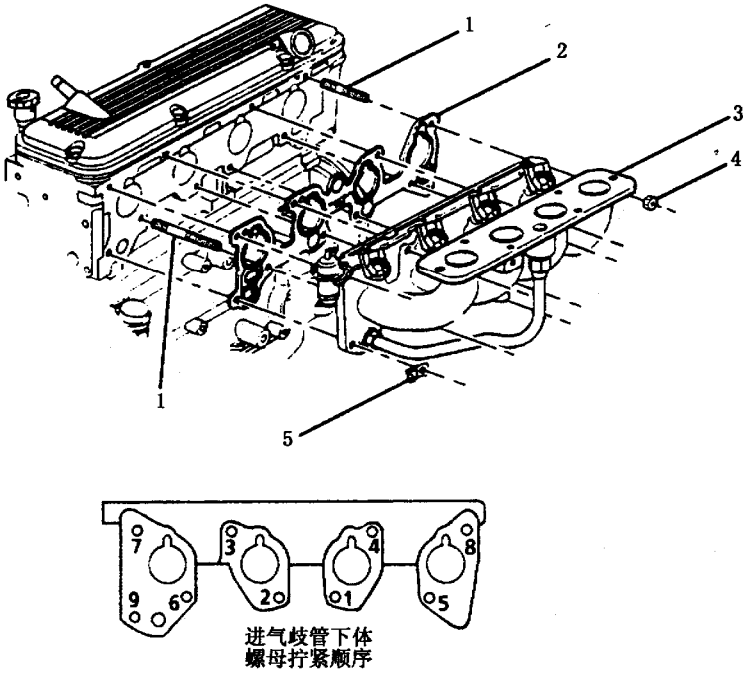

图 3－102　进气歧管下体的拆装
(4) 解体：
①拆下EGR管。
②拆下其他要换装到更换的进气歧管下体上的零件。
(5) 组装：
①将换装的零件安装到更换的进气歧管下体上。
②在EGR管的螺纹部分涂上密封胶，安装EGR管，以27N·m的力矩拧紧EGR管的连接螺母。
(6) 安装：
①使EGR阀喷嘴的开口直接朝向节气门孔。
②安装新的进气歧管下体密封垫。
③将进气歧管下体装到螺杆上。
④安装进气歧管下体固定螺母，以30N·m的力矩拧紧固定螺母，拧紧顺序如图3－102所示。
⑤安装变速器加油管（仅指A/C）固定螺母。
⑥安装新的供油管O形圈。
⑦安装供油管连接螺母，暂时只用手拧紧。
⑧安装供油管支架螺母到进气歧管下体上，暂时只用手拧紧。
⑨以30N·m的力矩拧紧供油管连接螺母；以10N·m的力矩拧紧供油管支架螺母。
⑩使用固定螺栓安装动力转向泵支架。